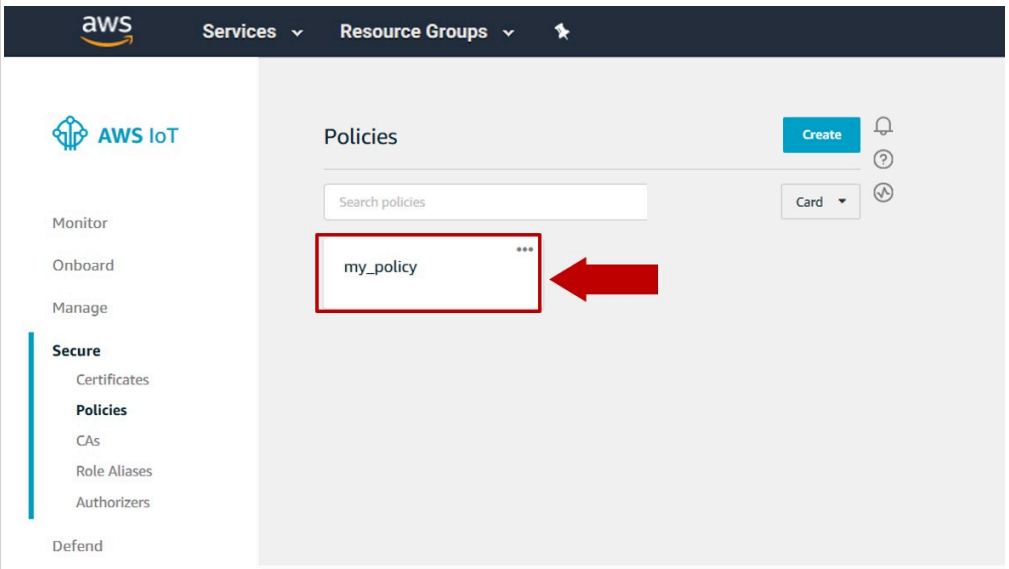

Figure 20. Confirm AWS IoT policy creation
4. Now, your AWS IoT policy should be created and visible in your AWS IoT Core dashboard as shown in Figure 20